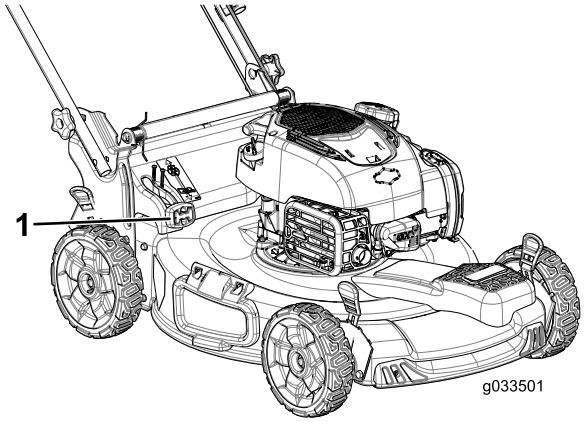

Figuur 23
- Als u het gras en de bladeren wilt opvangen, druk dan op de knop van de grasvangerhendel en beweeg deze naar voren tot de knop op de hendel naar boven klikt (Figuur 23).